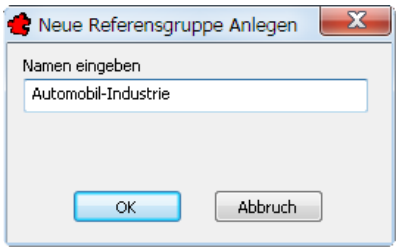

Bild 32.3 – Benennen des Referenzstandards
- Daraufhin geben Sie den Namen des Standards ein (Abb. 32.3).